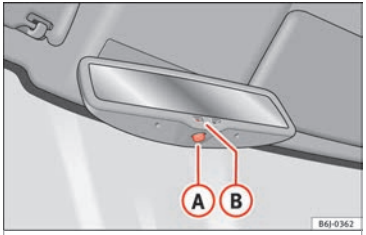

Fig. 72 Automatic anti-dazzle interior rear vision mirror.
– Press button (A) ››› Fig. 72. Control lamp (B) goes off.
– Press button (A) ››› Fig. 72. The control lamp lights up.